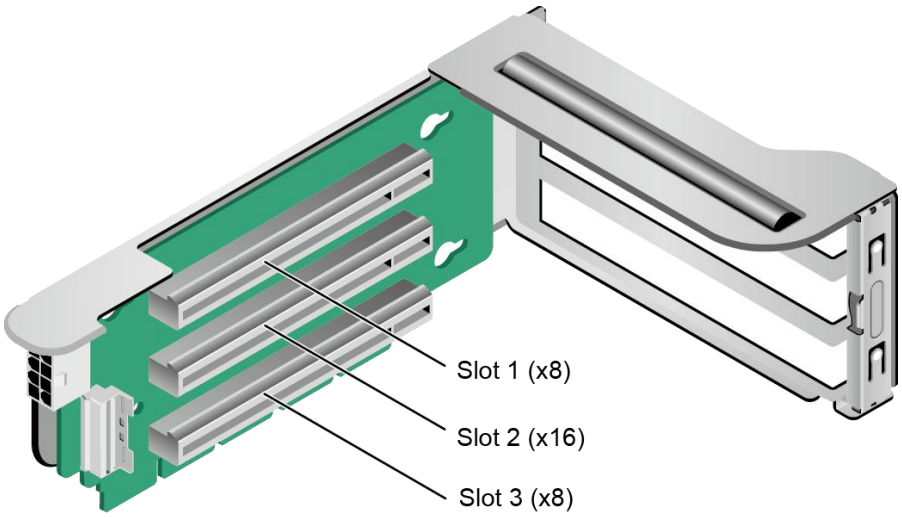

图 4-14 Riser 卡 1（2x8+1x16）
- IO 模组 1 支持的 Riser 卡如图 4-14 所示，PCIe 槽位为 Slot 1~Slot 3，RAID 控制标卡配置在 Slot 1 槽位。